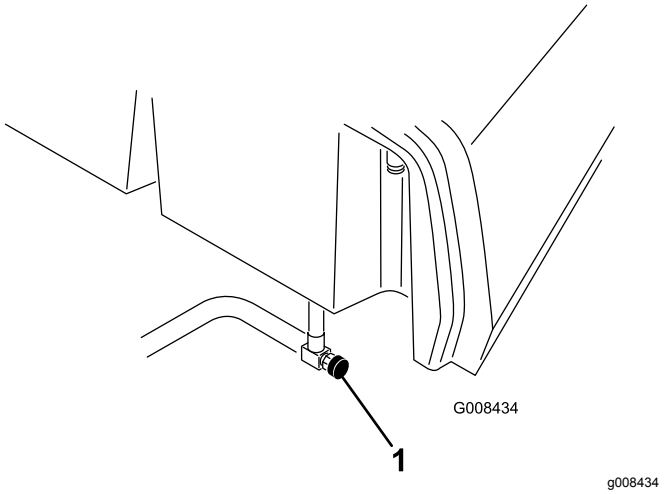

Figur 40
1. Åpne drivstoffavstengingsventilen (Figur 40) under drivstofftanken.